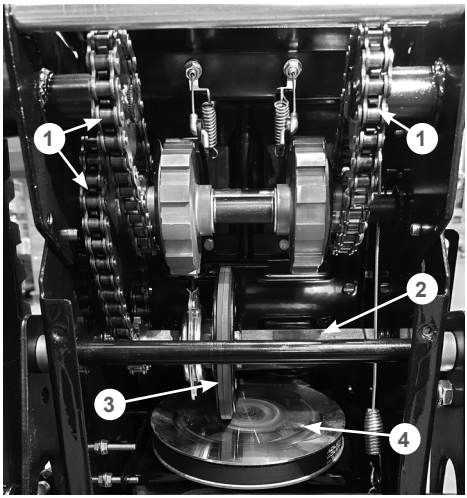

Рис. 50 Обслуживание трансмиссии
Если при нажатом рычаге включения хода снегоотбрасыватель не движется или при нажатии на рычаг включения хода слышны посторонние звуки, а регулировка длины троса включения хода не позволяет устранить проблему, возможно, фрикционное колесо 3 (Рис. 50) полностью износилось и его необходимо заменить.
4. Нанесите универсальную низкотемпературную смазку CHAMPION EP-0 тонким слоем на цепи 1 и шестигранный вал 2 фрикционного колеса (Рис. 50).
Не допускайте попадания смазки на резиновое фрикционное колесо 3 и ведущий диск 4 (Рис. 50).
5. Проверьте состояние фрикционного колеса 3 (Рис. 50). Если высота резинового кольца относительно фрикционного колеса 2 мм и менее, если на резиновом кольце имеются повреждения и разрывы, фрикционное колесо необходимо заменить.